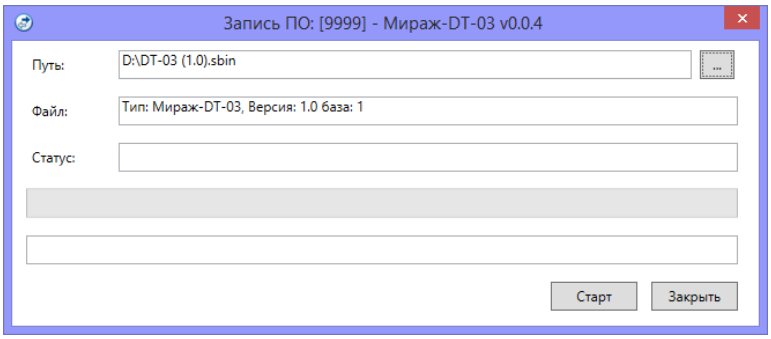

Рисунок 6.1 — Окно *Запись ПО*
2. В открывшемся окне *Запись ПО* (см. рисунок 6.1) укажите путь к файлу новой версии встроенного ПО терминала на вашем ПК (файл имеет расширение **.sbin**) и нажмите кнопку *Старт*.